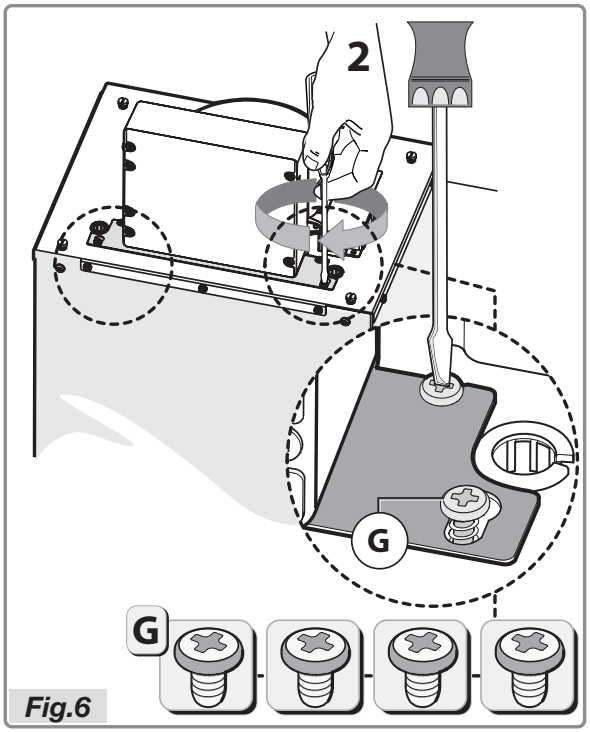

Fig.6
- Placer la bride de soutien sur la même ligne que les quatre vis **G** qui se trouvent déjà dans la bague et les visser de la façon indiquée sur la Figure 6.